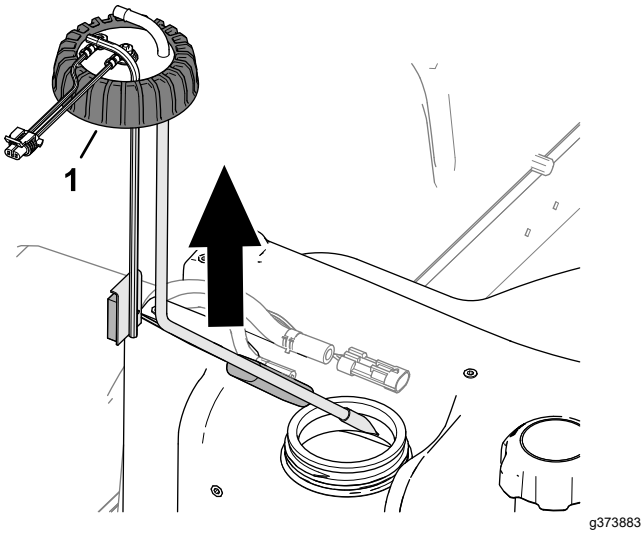

Figuur 91
5. Maak de dop van de brandstofsensor los (Figuur 91).